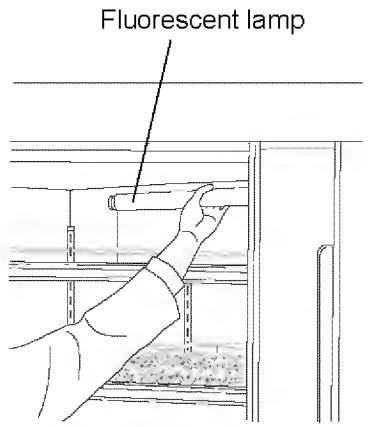

Fig. 4
1. Remove the terminal cover at rear lower left of the cabinet by unscrewing 2 screws. [Fig. 4]
3. Pull the fluorescent lamp downwards from the stopper together with the lamp cover and wiring. [Fig. 4]